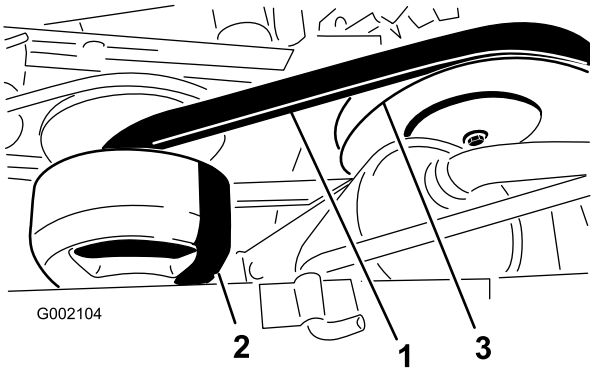

Figur 46
3. Roter og inspiser remmen (Figur 46) for overdreven slitasje eller skade. Skift ut remmen om nødvendig.
1. Drei og før remmen over den sekundære clutchen (Figur 46).
2. Ta av remmen fra den primære clutchen (Figur 46).